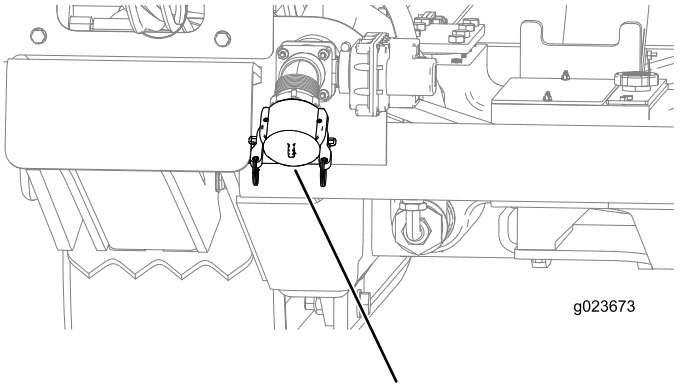

Figure 158
B. Ensure that the cap is installed on the drilling-fluid pump inlet (Figure 158).